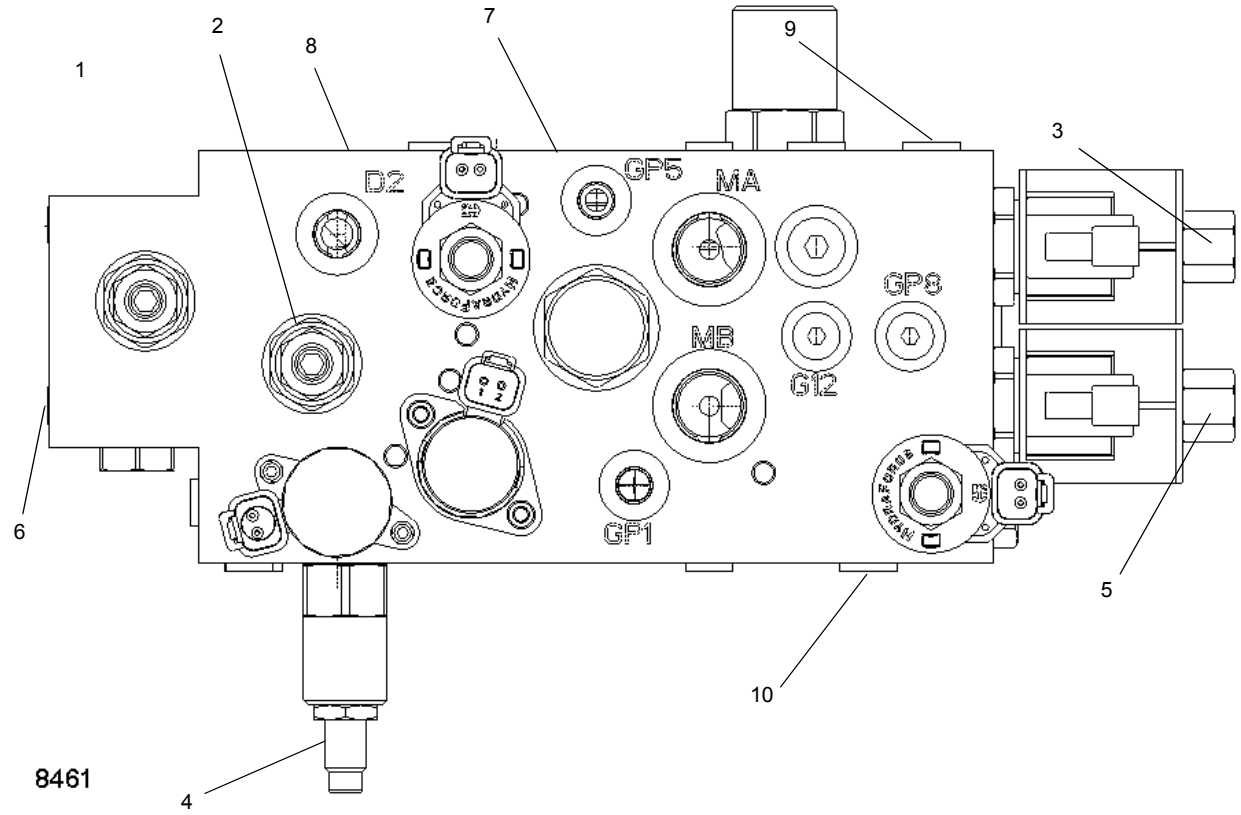

FIGURA 2-9
1. Instale el conector de desconexión rápida para diagnóstico de presión con manómetro en la boquilla de prueba de la lumbrera GP2 del colector de accesorios, con la válvula de control de sentido de giro (Figura 2-9).
3. Compruebe que el valor ΔP (presión de espera) fijado en fábrica en la bomba de émbolo sea el correcto. Con el conector de diagnóstico aún instalado en la lumbrera GP2 del colector de accesorios con válvula de control de sentido de giro (Figura 2-9), arranque el motor y hágalo funcionar a ralentí. Atornille el tornillo de ajuste diferencial de la bomba de émbolo para aumentar la presión o destorníllelo para reducirla hasta que el manómetro indique 2.2 - 2.8 MPa (325 - 400 psi) (Figura 2-13). En máquinas CE, esta presión es de 3.6 a 3.8 MPa (525 a 550 psi)
5. Con el conector de diagnóstico aún instalado en la lumbrera GP2 del colector de accesorios con válvula de control de sentido de giro (Figura 2-9), arranque el motor y acelérelo a la aceleración máxima. Mueva la palanca de control de elevación de la pluma poco a poco hasta el tope de su recorrido (en sentido de elevar o bajar) y sujétela allí. Si la pluma está instalada, elévela a la altura máx. y sosténgala allí o bájela a la altura mín. y sosténgala allí. Enrosque la válvula de alivio de detección de carga para aumentar la presión o desenrósquela para reducirla hasta que el manómetro indique 27.6 ±0.4 MPa (4000 ±50 psi) (Figura 2-10).
1. Con el motor apagado, instale un acoplador de diagnóstico de presión con manómetro en la boquilla de prueba de la lumbrera GP1 del colector de accesorios con válvula de control de sentido de giro (Figura 2-9).
1. Instale el conector de desconexión rápida para diagnóstico de presión con manómetro a la boquilla de prueba en la lumbrera GP5 del colector de accesorios con válvula de control de sentido de giro (Figura 2-9).
2. Arranque el motor y acelérelo a la aceleración máxima. Gire el volante de la dirección hacia la izquierda o la derecha hasta que tope. Enrosque la válvula de alivio de detección de carga de la dirección en el colector de accesorios con control de sentido de giro para aumentar la presión, o desenrósquela para reducirla, hasta que el manómetro indique 17.3 MPa (2500 psi) (Figura 2-9).
1. Instale el conector de desconexión rápida para diagnóstico de presión con manómetro a la boquilla de prueba en la lumbrera GP3 del colector de accesorios con válvula de control de sentido de giro (Figura 2-9).
2. Arranque el motor y acelérelo a ralentí, baje el apoyabrazos izquierdo y mueva la palanca de control completamente a la posición de elevar o bajar la pluma y sosténgala allí. Enrosque la válvula reductora de presión piloto en el colector de accesorios con control de sentido de giro para aumentar la presión, o desenrósquela para reducirla, hasta que el manómetro indique 17.3 - 17.6 MPa (2500 - 2550 psi) (Figura 2-9).
1. Instale el conector de desconexión rápida para diagnóstico de presión con manómetro a la boquilla de prueba en la lumbrera GP6 del colector de accesorios con válvula de control de sentido de giro (Figura 2-9).
2. Arranque el motor y acelérelo a ralentí, seleccione y oprima el interruptor de soltado del freno de giro y enrosque la válvula reductora de presión del freno de giro para aumentar la presión o desenrósquela para reducirla, hasta que el manómetro indique 1.7 - 2.1 MPa (250 - 275 psi) (Figura 2-9).
9. Después, ajuste la gama actual del freno de giro. Conecte el adaptador de prueba y el manómetro a la lumbrera GP4 (Figura 2-9) con el motor funcionando a ralentí. Pise a fondo el pedal de freno de giro. Monitoree el manómetro y ajuste la Imax [mA] del solenoide del freno de giro hasta alcanzar 250 psi. Después, lentamente pise el pedal de freno de giro hasta alcanzar 25 psi en el manómetro. Registre el valor de corriente en el freno de giro y establezca la Imin [mA] en este valor.
1. Instale el conector de desconexión rápida para diagnóstico de presión (Parker PD240) con manómetro a la boquilla de prueba en la lumbrera GP6 del colector de accesorios con válvula de control de sentido de giro (Figura 2-9).
2. Arranque el motor y acelérelo a ralentí, habilite el giro (interruptor del apoyabrazos izquierdo) y enrosque la válvula reductora de presión del freno de giro para aumentar la presión o desenrósquela para reducirla, hasta que el manómetro indique de 1.7 a 1.9 MPa (250 a 275 psi) (Figura 2-9).
3. Si no se puede obtener el valor dado en el paso 2 mediante el ajuste, apague el motor e instale un conector de desconexión rápida para diagnóstico y revisión de presión (Parker PD240) con manómetro en la boquilla de prueba de la lumbrera GP2, en la válvula del colector de accesorios.(Figura 2-9) Siga el procedimiento A, paso 3, para fijar la espera de la bomba y luego repita este paso